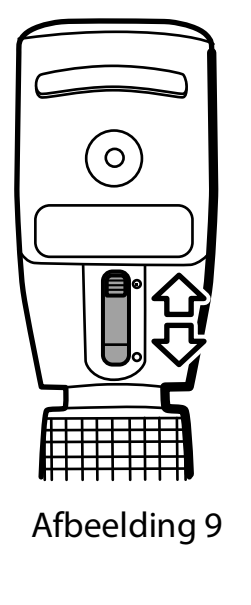

Afbeelding 9
- is een methode voor het schatten van ametropie zonder lenzen. Dit kan handig zijn bij het bepalen van het startpunt voor lensintroductie bij het werken met patiënten die een hoge, onbekende ametropie hebben. (Afbeelding 9)
- kan worden ingeschakeld door de schuifschakelaar aan de behandelaarskant van het instrument van beneden naar boven te verplaatsen (zie Afbeelding 9).